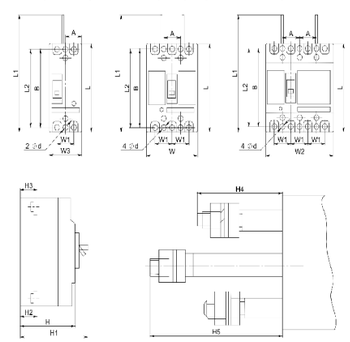

Рис.1 Габаритные и установочные размеры
Габаритные и установочные размеры представлены на рис.1 и в таблице 4
1) выполнить в конструкции, к которой крепится выключатель, отверстия (рисунок 1, таблица 4);